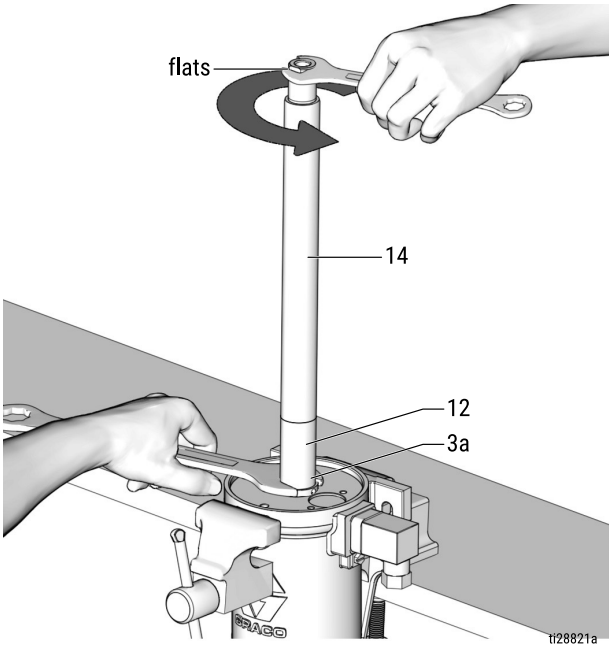

FIG. 38
17. Install the pump cylinder (12) into the air motor cylinder (3). Use a wrench to tighten nut (3a) securely. Torque to 28 to 32 ft. lbs. (37.9 to 43.4 N.m).
18. Install the outlet tube (14) on the pump cylinder (12). Securely hold the nut (3a), located on the bottom of the pump cylinder (12), in place with a wrench. Secure a second wrench on the flats of the outlet tube (14). Turn the outlet tube clockwise to tighten it to the pump cylinder (12) (FIG. 38). Torque to 28 to 32 ft-lb (37.9 to 43.4 N•m).